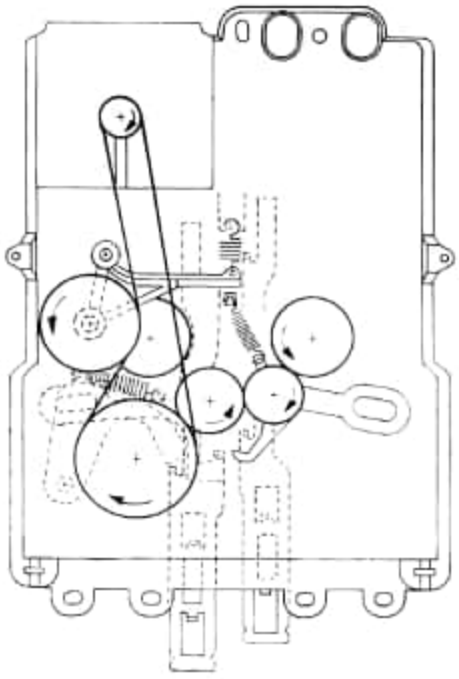

Bild 11
6.3. FUNKTION „SCHNELLER RÜCKLAUF" (Bild 11)